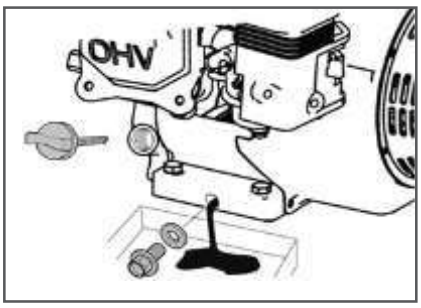

Рис.14 - Замена моторного масла
3. Очистите от загрязнений зону вокруг маслозаливной горловины. Извлеките щуп из маслозаливной горловины и протрите его чистой ветошью (Рис. 14).
4. Выкрутите болт отверстия для слива масла и слейте отработанное масло в подготовленную для этого емкость (Рис. 14).